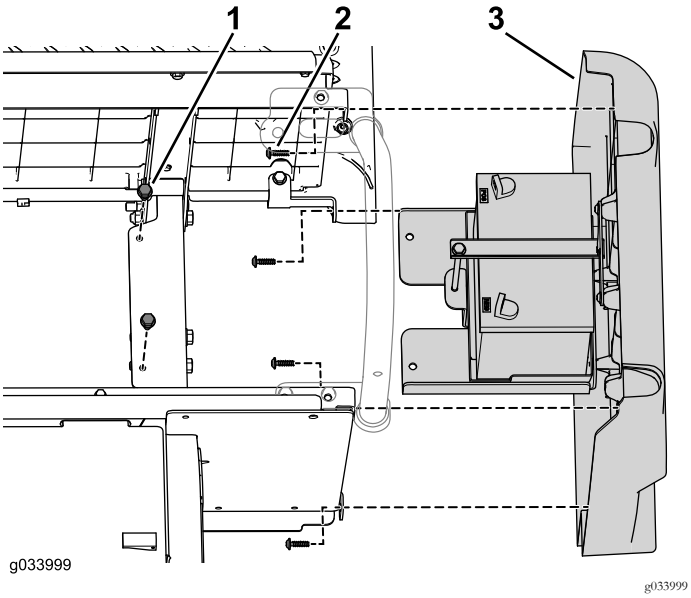

Figur 5
2. Fjern de to flangebolte, der fastgør batteribakken til stellet (Figur 5).
3. Fjern de fire skruer, der fastgør højre panel på den nederste sædeenhed (Figur 5).